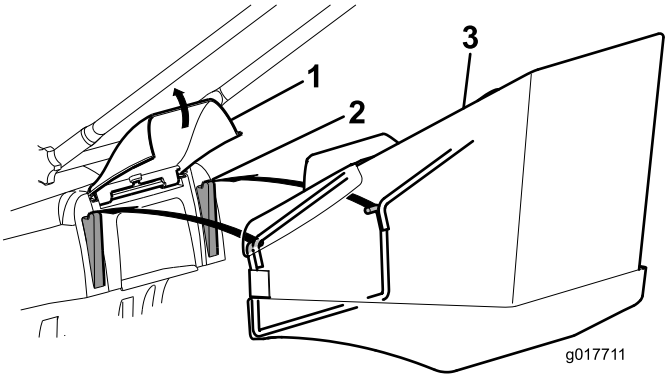
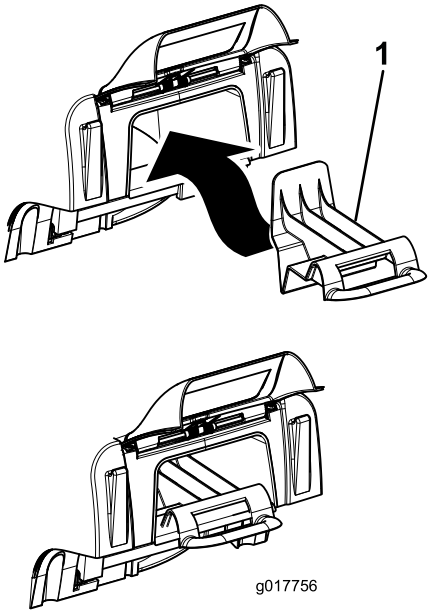

Figur 14
Figur 15
1. Lyft upp den bakre luckan, ta bort mullningspluggen (Figur 15) och montera gräsuppsamlaren på flänsarna (Figur 14).
Obs: Om du vill övergå från uppsamling till återvinning ska du ta bort uppsamlaren, sätta tillbaka mullningspluggen som togs bort i steg 1 och sänka den bakre dörren (Figur 15).